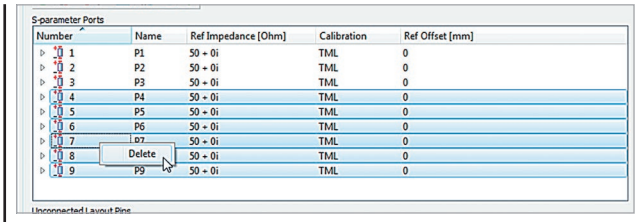

Рис. 183
- Перейдіть до опції **Ports** (Порти) у вікні налаштування електромагнітної симуляції та виберіть порти з 4 по 9, натисніть правою кнопкою миші та видаліть їх, щоб вони зникли зі списку та з'явилися в нижній частині (рис. 183).